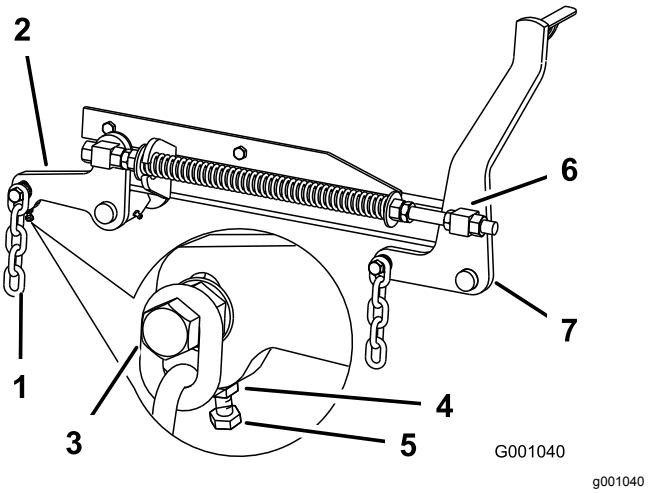

Figur 112
7. Hvis målingene ved stillingene **B** eller **C** ikke er korrekte, løsne bolten som fester den bakre kjeden til den bakre støttearmen (Figur 112).
8. Løsne låsemutteren under den bakre støttearmen, og juster justeringsbolten for å få en måling på 80–83 mm. Se Figur 112.
7. Løsne de fremre svivellåseskruene, foran på høyre og venstre svivel, ca. 13 mm (Figur 112).
8. Juster hevemutteren på både venstre og høyre side av maskinen for å oppnå 6–10 mm lavere foran ved **A** enn bak ved **B** (Figur 112).